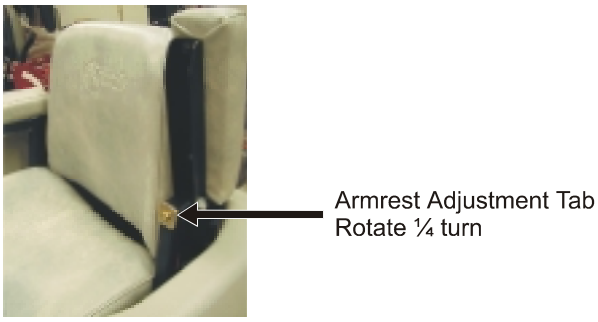

FIG. 19
a) ***Serial numbers 252,000 and above only (all models except EFI):*** Lift armrest on seat. Locate square tab marked with the numbers 1 through 4. Rotate square tab 1/4 turn to raise or lower the armrest in approximately 1/4" increments. See Fig. 19.